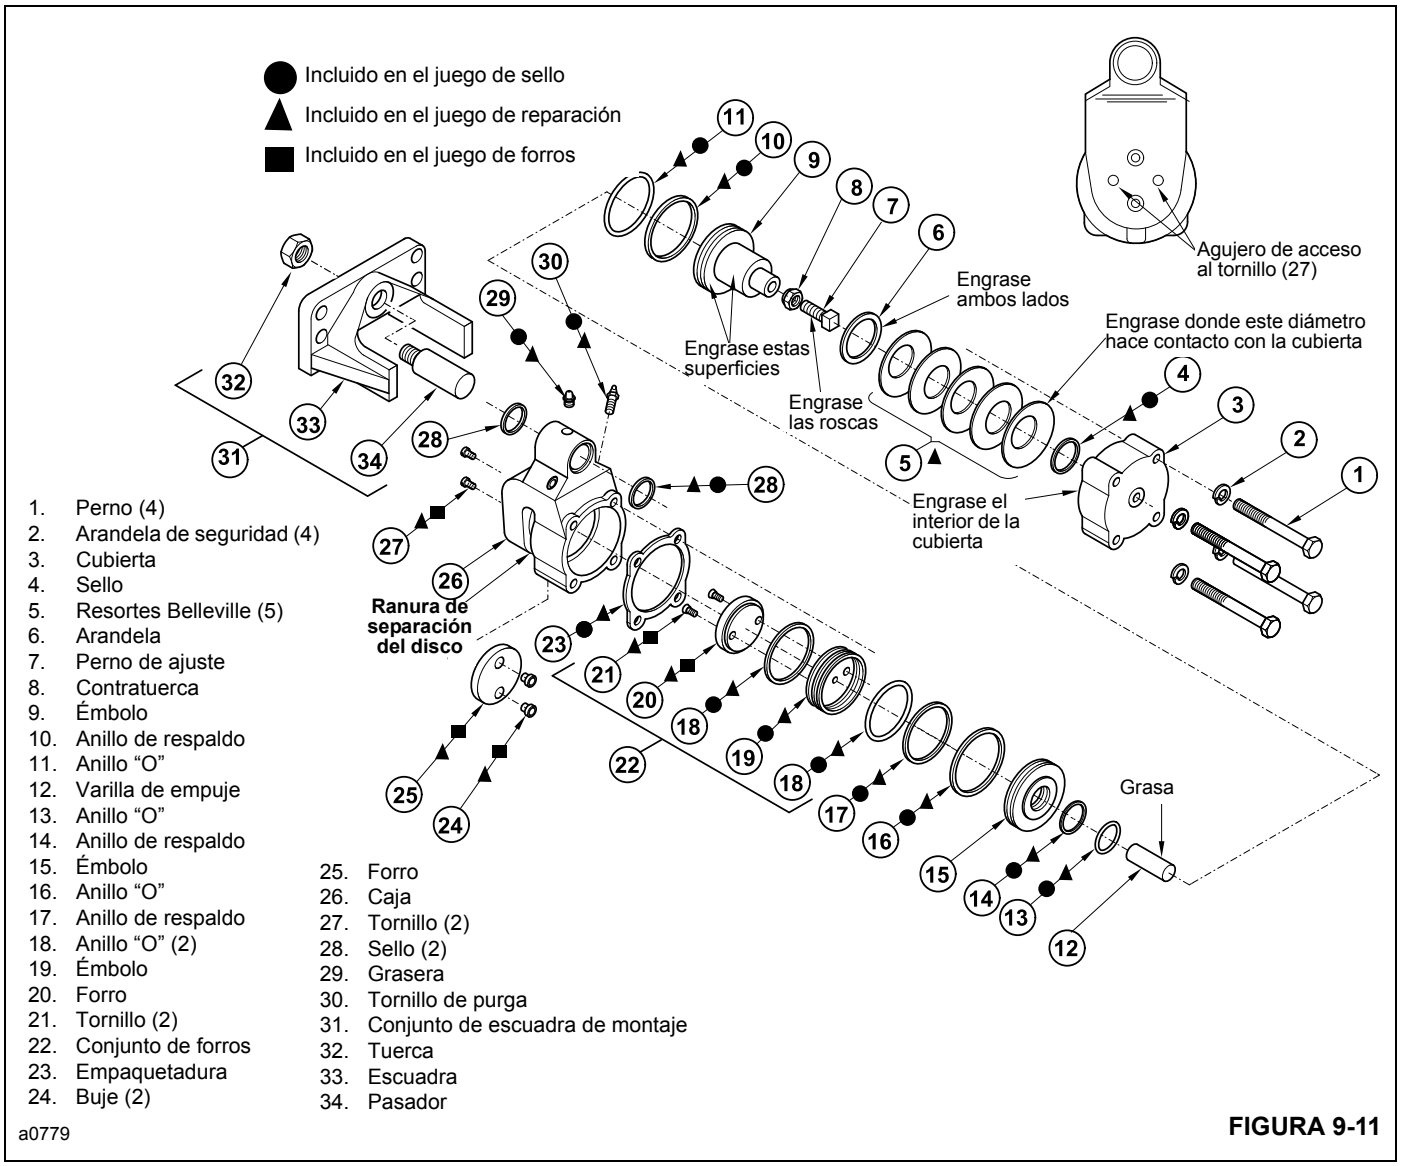

FIGURA 9-11
El juego de forros se indica en la Figura 9-11 con un símbolo ■.
4. Afloje la contratuerca **8** (Figura 9-11) y desenrosque el perno de ajuste **7**.
Hay un juego de reparación disponible para el freno de estacionamiento. Incluye todas las piezas necesarias para reconstruir el freno. Estas piezas se indican en la Figura 9-11 con un símbolo ▲.
11. Saque los pernos **1** (Figura 9-11), las arandelas de seguridad **2**, la cubierta **3** y la empaquetadura **23**. Con un destornillador de punta delgada, quite el sello **4** de la cubierta **3**.
NOTA: Cubra las superficies indicadas en la Figura 9-11 con grasa para cojinetes EP. Grasa para cojinetes N.° 2 o equivalente.
19. Instale un forro nuevo **25** (Figura 9-11) en la caja **26** utilizando bujes **24** y tornillos de cabeza troncocónica **27** nuevos. Apriete los tornillos a un par de 2.5 a 3.3 Nm (22 a 28 lb-pulg).
Hay un juego de sellos disponible para el freno de estacionamiento. Incluye todas las piezas necesarias para sustituir todos los sellos del freno. Estas piezas se indican en la Figura 9-11 con un símbolo ●.
10. Saque los pernos **1** (Figura 9-11), las arandelas de seguridad **2**, la cubierta **3** y la empaquetadura **23**. Con una hoja delgada, retire el sello **4** de la cubierta **3**.
NOTA: Cubra las superficies (Figura 9-11) con grasa para cojinetes EP a base de litio. Grasa para cojinetes N.° 2 o equivalente.